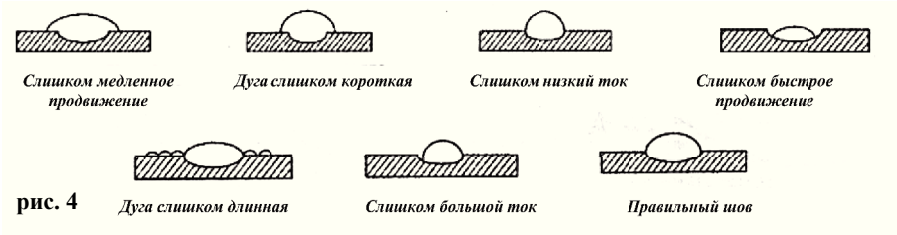

**рис. 4**
7.8 Параметры сварочных швов (см. рис. 4):